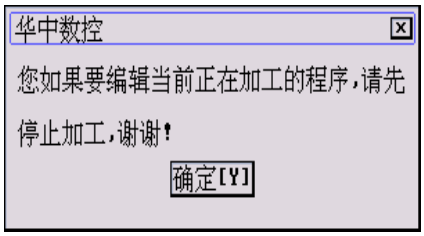

图 5.1.11 提示停止程序加工
(3) 如果该程序处于正在加工状态，编辑器会用红色亮条标记当前正在加工的程序行，此时若进行编辑，将弹出如图 5.1.11 所示对话框；
(4) 停止该程序的加工，就可以进行编辑了。